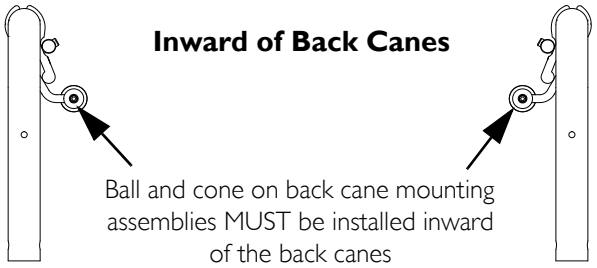

**FIGURE 2.3** Check ball and cone position
4. Adjust the back cane mounting assemblies until the ball and cone on each assembly is positioned inward of the back canes as shown in FIGURE 2.3.